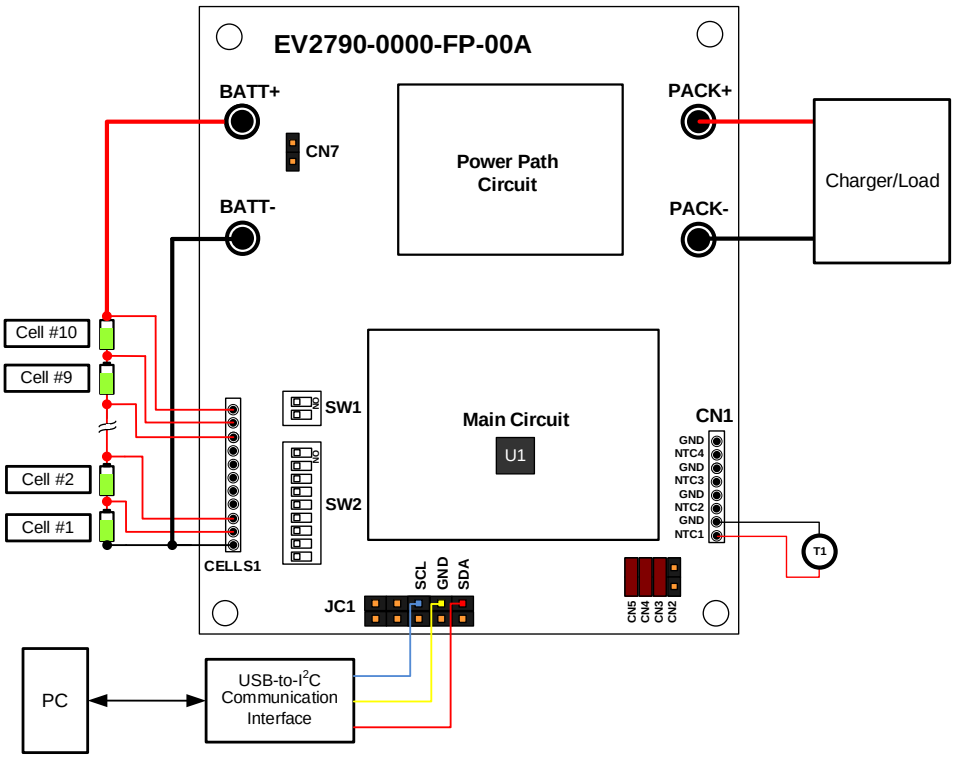
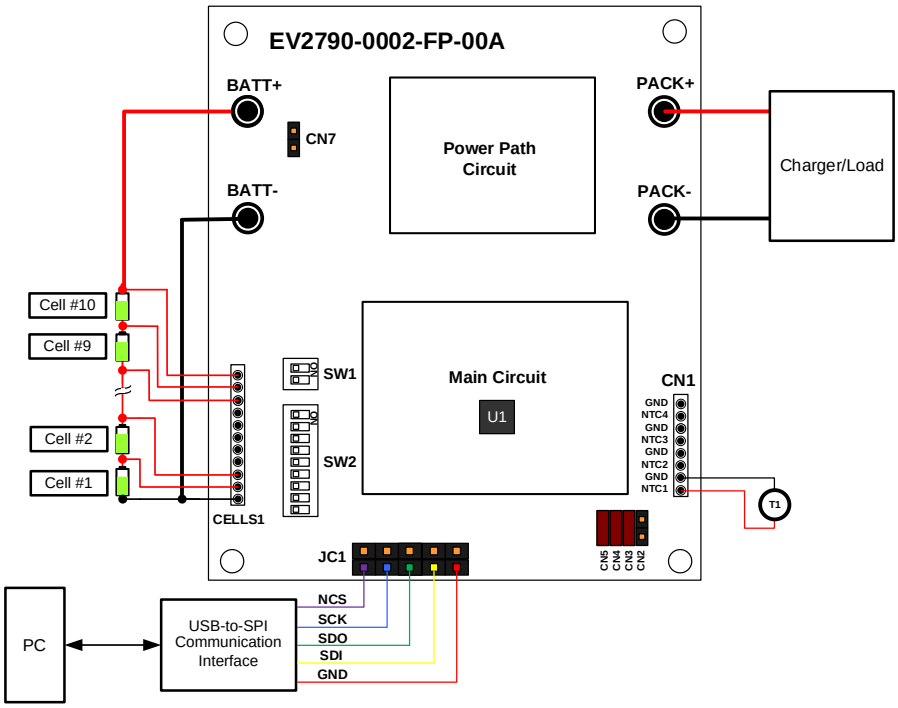

Figure 9: EV2790-0000-FP-00A Wire Connection
Figure 10: EV2790-0002-FP-00A Wire Connection
9. If using the EV2790-0000-FP-00A, connect SDA, SCL, and GND to the USB-to-I^2C communication interface (see Figure 9 on page 10). If using the EV2790-0002-FP-00A, connect NCS, SCK, SDO, SDI, and GND to the USB-to-SPI communication interface (see Figure 10 on page 10).